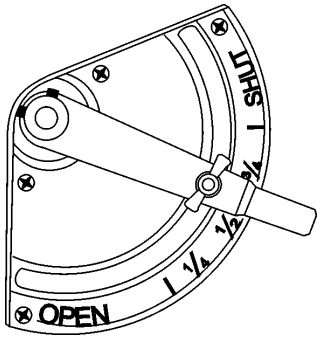

Figure 8-1
1. The damper control (Figure 8-1 below) is located on the top of the cabinet.